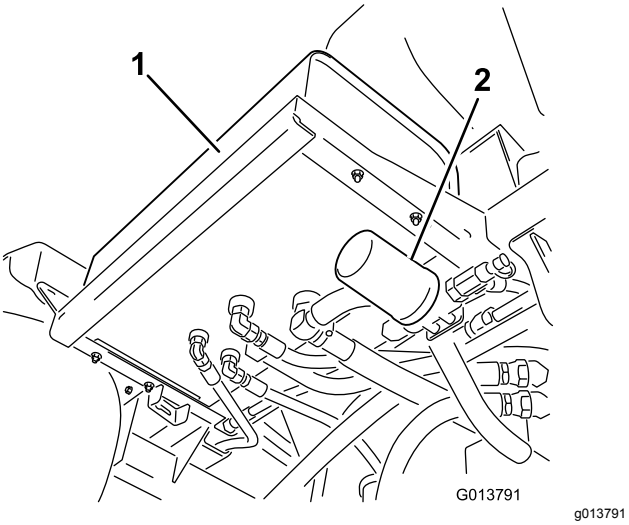
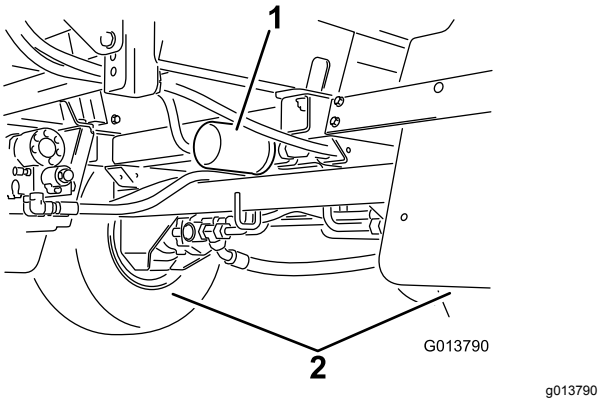

Рисунок 91
Рисунок 92
2. Найдите два гидравлических фильтра на машине (Рисунок 91 и Рисунок 92).